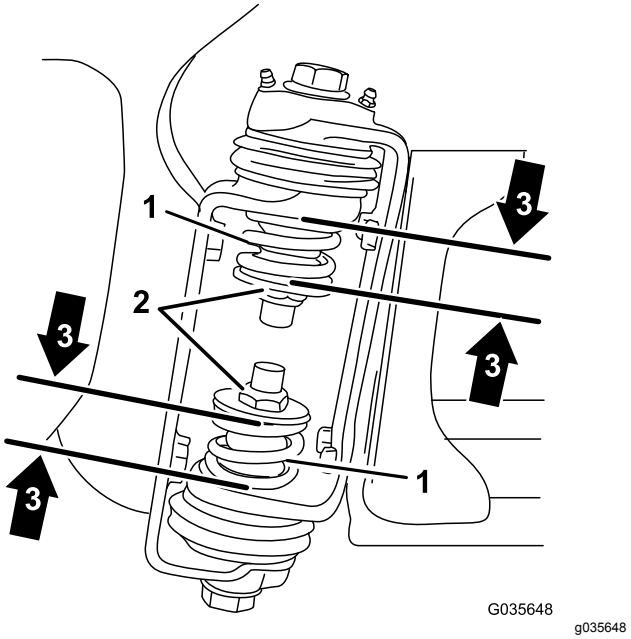

**Figur 49**
3. Ved seksjonshengselen måler du kompresjonen til øvre og nedre fjærer mens seksjonene er i utstrakt stilling (Figur 49).